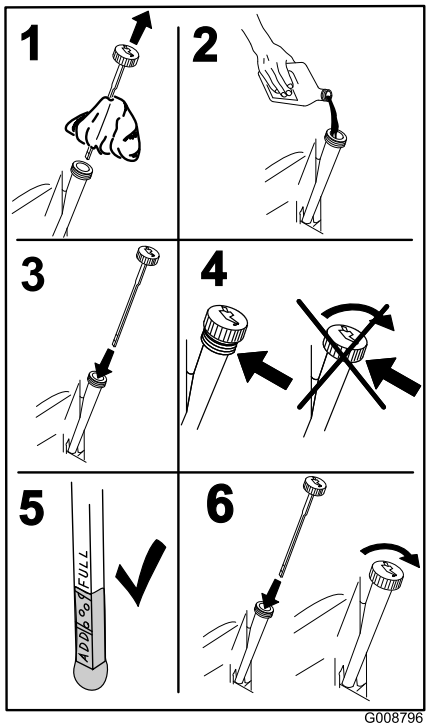

Figure 35
4. Slowly pour approximately 80% of the specified oil into the filler tube and slowly add the additional oil to bring it to the **Full** mark (Figure 35).